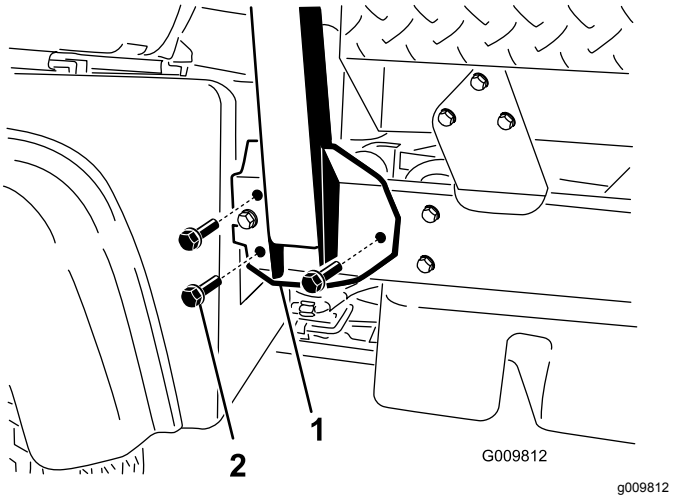

Rysunek 4
2. Ustaw każdą stronę układu ROPS równo względem otworów montażowych po każdej stronie ramy maszyny (Rysunek 4).
3. Zamocuj uchwyt montażowy ramy ROPS do ramy maszyny za pomocą 3 śrub kołnierzowych (1/2 x 1 1/4 cala) na każdą stronę (Rysunek 4).